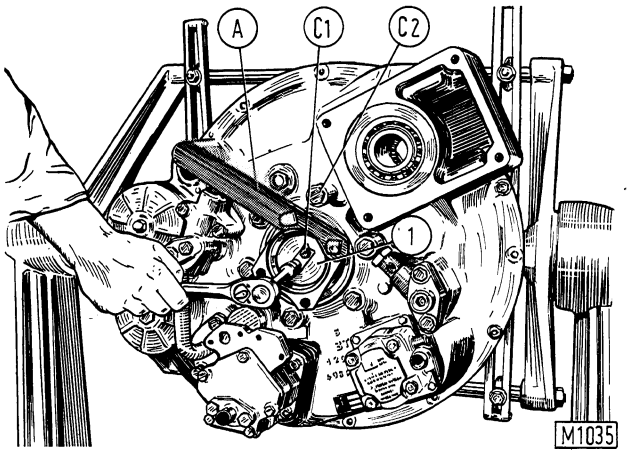
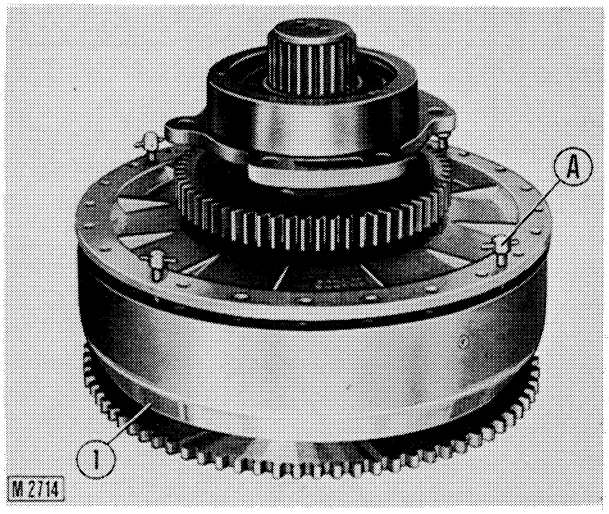
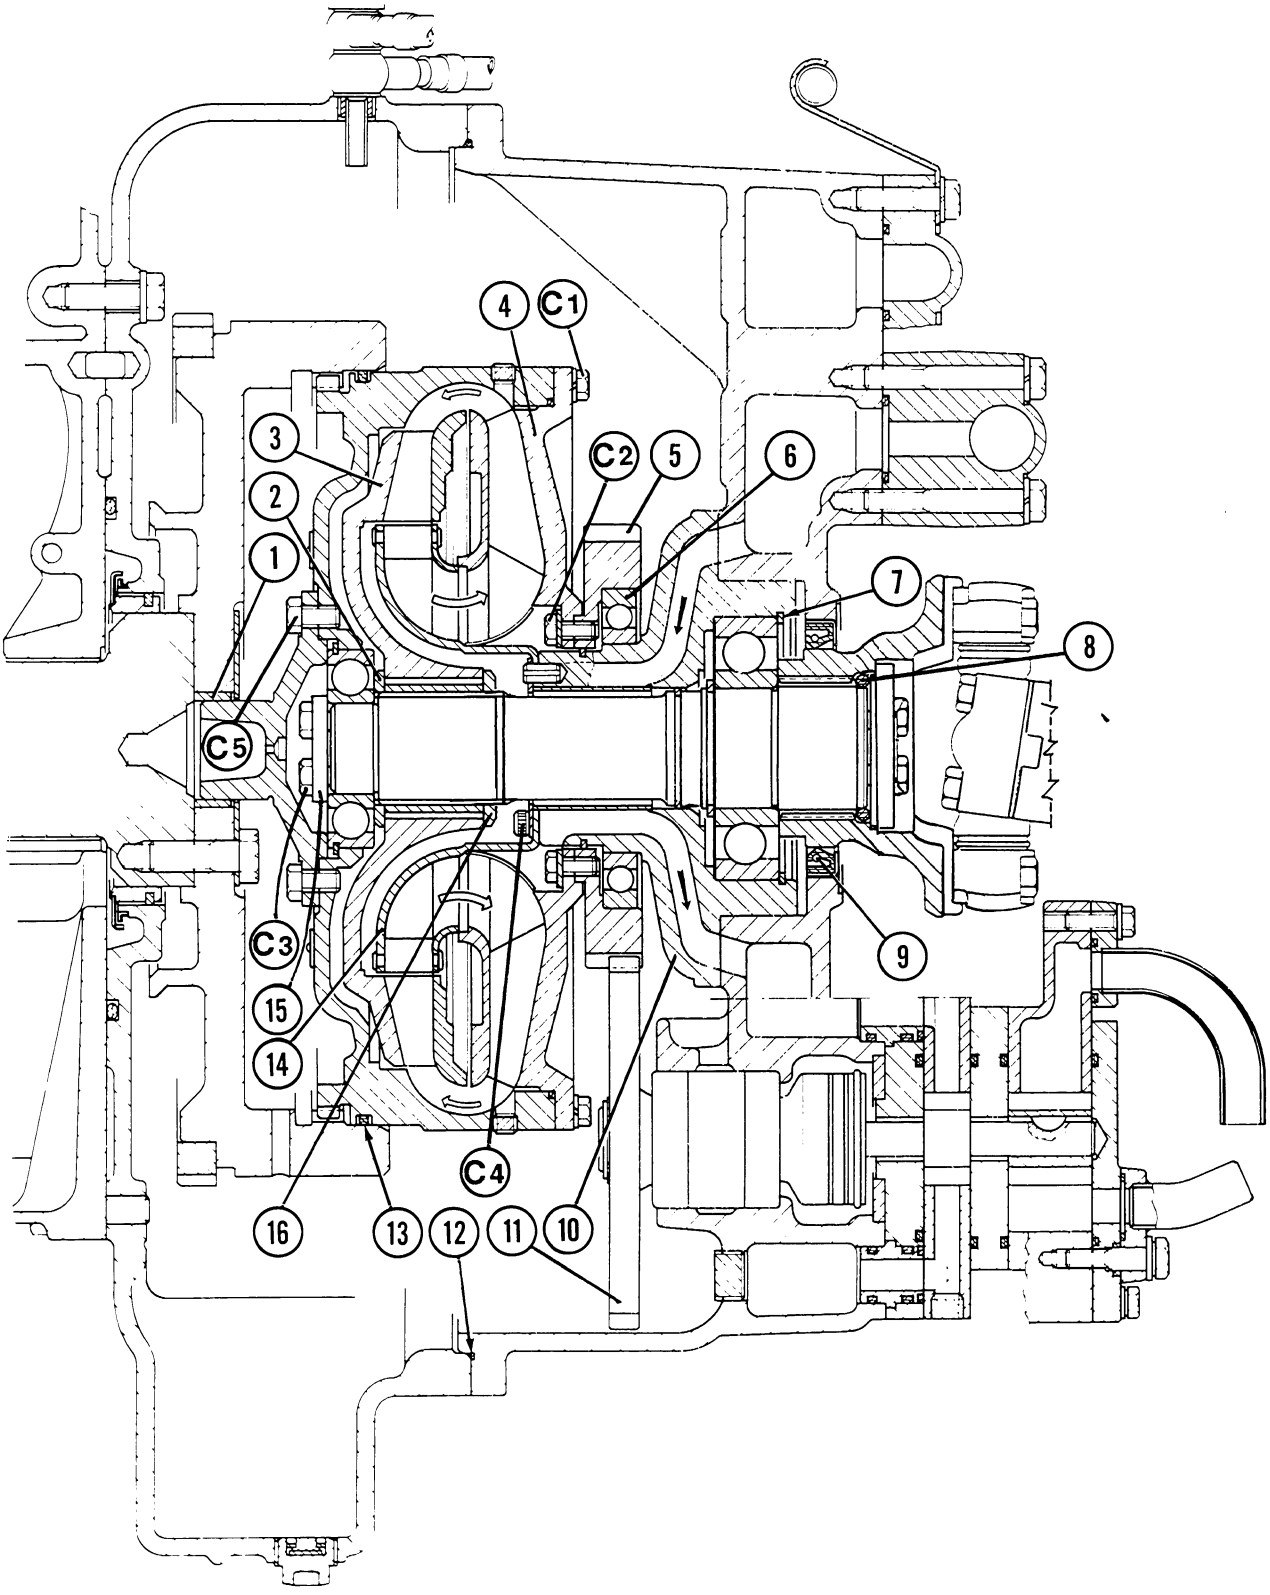
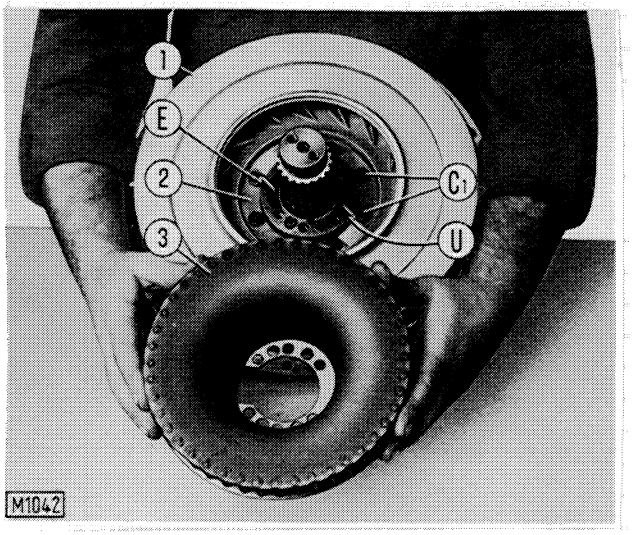

Fig. 6-4 - Removing output shaft hub retainer (1) capscrews (C1).
Fig. 6-6 - Disassembling converter wheels using forcing screws.
Fig. 6-7 - Cross section through torque converter
Fig. 6-10 - Assembling - disassembling stator.
Install retainer 75296030 as shown in fig. 6-4 and back off retainer (15 fig. 6-7) capscrews. Retrieve retainers and torque converter/transmission shaft flange together with O-ring (8).
Slacken rear bearing carrier capscrews (C2, fig. 6-4).
Remove previously slackened capscrews (C2, fig. 6-4).
Remove capscrews (C1, fig. 6-7) and detach the hydraulic converter wheel assembly from the housing using forcing screws 75295473 (A, fig. 6-6).
Retrieve thrust ring (2, fig. 6-7) and turbine (3).
Remove retaining ring (16, fig. 6-7), back off capscrews (C4) using inch socket wrench and retrieve stator (13).
Back off capscrews (C2, fig. 6-7) and detach impeller from hydraulic pump (5) drive gear.
Remove intermediate ball bearing (6, fig. 6-7) from drive gear (5) using universal puller.
Install shaft assembly in bearing carrier (10, fig. 6-7), secure rear bearing with retaining ring (7).
Secure hydraulic pump (5, fig. 6-7) drive gear to impeller (4) through capscrews (C1, fig. 6-10) provided with associated plates (2).
Couple bearing carrier (10, fig. 6-7) with impeller (4), inserting retaining ring and bearing (6).
Correctly position stator as shown in fig. 6-10, install plates and tighten capscrews (C4, fig. 6-7).
Install retaining ring (16) on output shaft, position turbine (3) as shown in fig. 6-7 and install thrust ring (2) on shaft.
Secure torque converter housing to impeller and tighten capscrews (C1, fig. 6-7) progressively in alternating order.
NOTE - Prior to inserting torque converter assembly in housing, check condition of seal (9, fig. 6-7) and replace if necessary.
Place bearing carrier in correct assembly position and tighten bearing carrier capscrews (C2, fig. 6-4) to torque converter housing, working from below.
Block discs (15, fig. 6-7), together with dowel, flange and associated O-ring (8) with retainer 75296030 placed as shown in figure 6-4.
Install front bearing cover (1, fig. 6-7).
Check that O-rings (12, fig. 6-7) has been provisionally installed in their grooves.